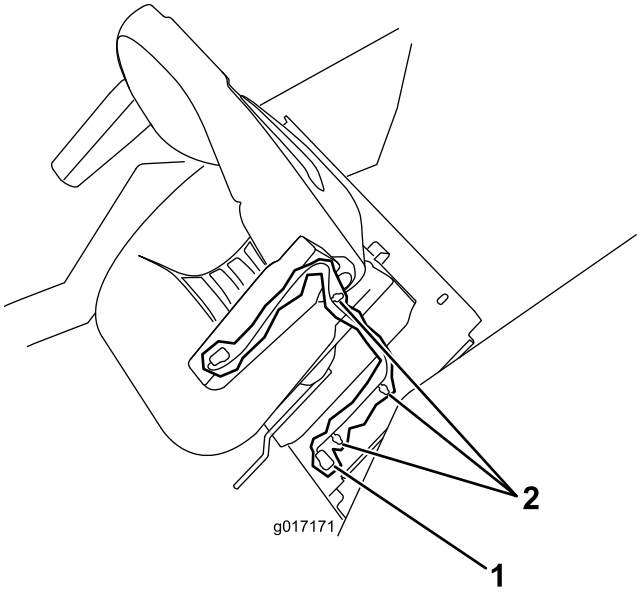

Figuur 1
4. Koppel de kabel van de stoelschakelaar los van de kabelboom van de tractie-eenheid (Figuur 1).
5. Verwijder draadboomklemmen of kabelbinders waarmee de bedrading van de stoel mogelijk bevestigd is aan de stoelplaat (Figuur 1).